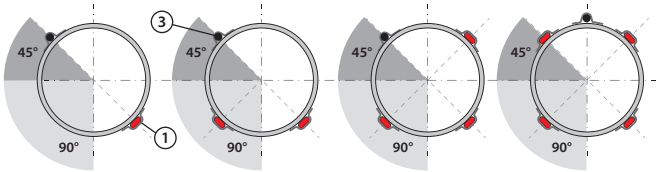

Рис. 2
5. Прямі лінії та датчик мають бути розташовані так, як показано на рис. 2. Виті лінії прикріплюються до труби за допомогою алюмінієвої стрічки з інтервалом приблизно в 1 м, як показано на рисунку.